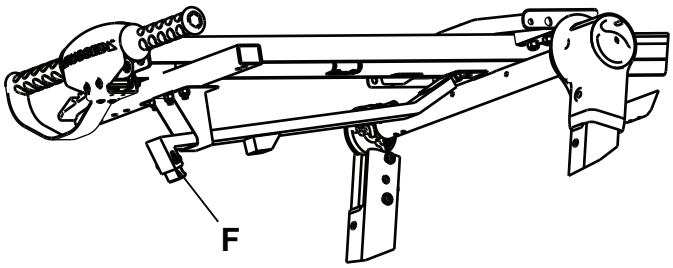

Figur 17 – Kroktippjustering
2. Test avlasting av båren fra et kjøretøy for å bekrefte at sikkerhetskroken kobles til bunnplaten. Bruk en M5 unbrakonøkkel, og juster krokspissen (F) etter behov for å sikre at sikkerhetskroken og bunnplaten kobles til mens du avlaster (Figur 17).